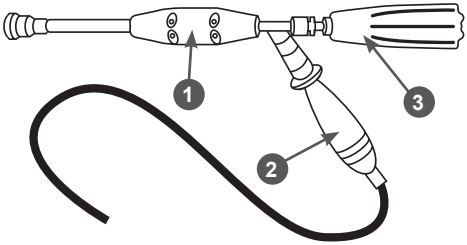

Рис. 2 Присоединение пистолета-распылителя
4. Соедините струйную трубку с удлинителем и рукояткой опрыскивателя, или присоедините пистолет-распылитель 1 к рукоятке опрыскивателя 2 (Рис. 2).